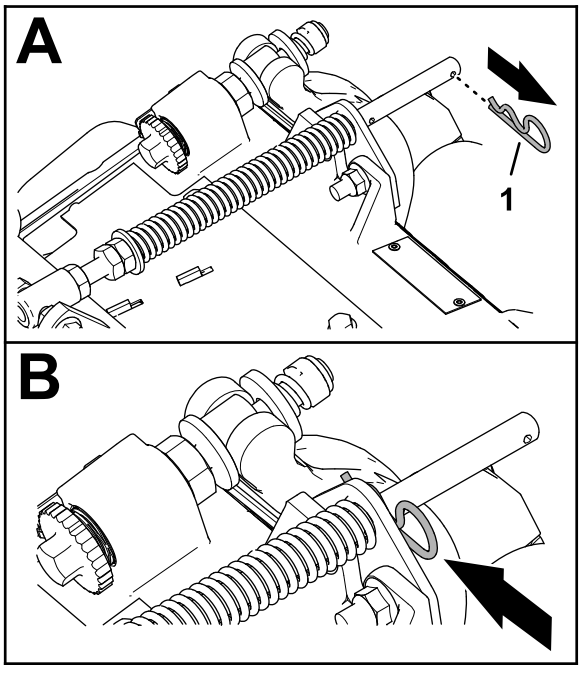

Рисунок 16
1. Если в заднем отверстии штока пружины компенсации установлен игольчатый шплинт, извлеките его и вставьте в отверстие рядом с кронштейном (Рисунок 16).